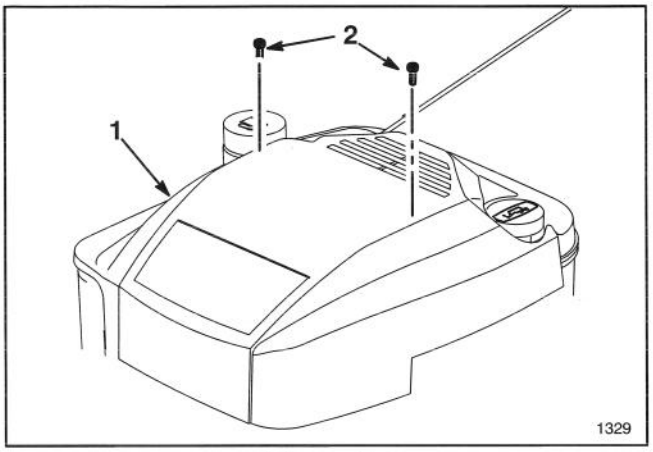

Figure 17
2. Remove (2) screws from engine cover and lift off cover (Fig. 17).